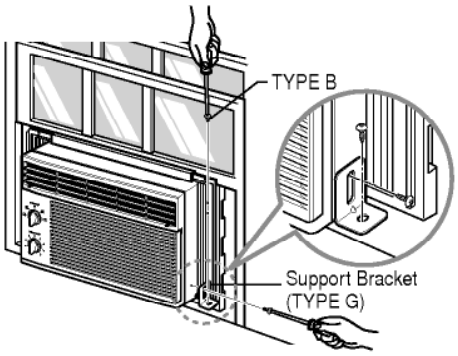

Figure 32
b. Fasten the suport bracket (TYPE G) using a removed screw. Attach the suport bracket (TYPE G) in the inner window sill with a screw (TYPE B), as shown Figure. 32.